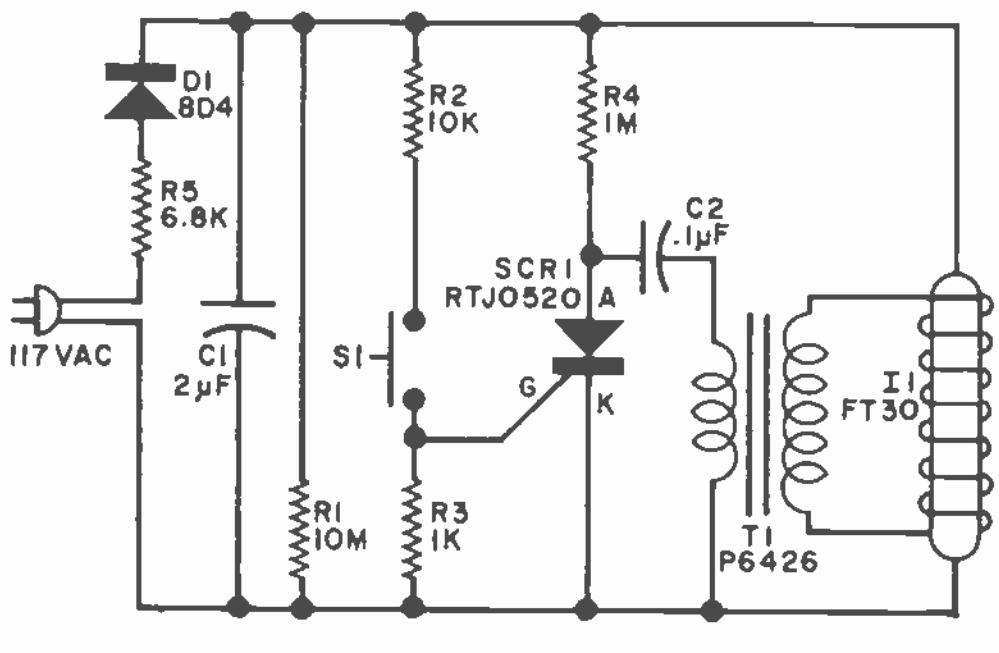

Fig. 3. Relatively simple electronic photoflash circuit uses low-cost plastic-encapsulated SCR.
**Manufacturer's Circuit.** The relatively simple electronic photoflash circuit shown in Fig. 3 is one of three schematics featured in *Thyristor Application Report 901*, published by the Transitron Electronic Corp. (168 Albion St., Wakefield, Mass. 01881). The circuits were all chosen to highlight the manufacturer's versatile RTJ series of low-cost plastic-encapsulated SCR's.